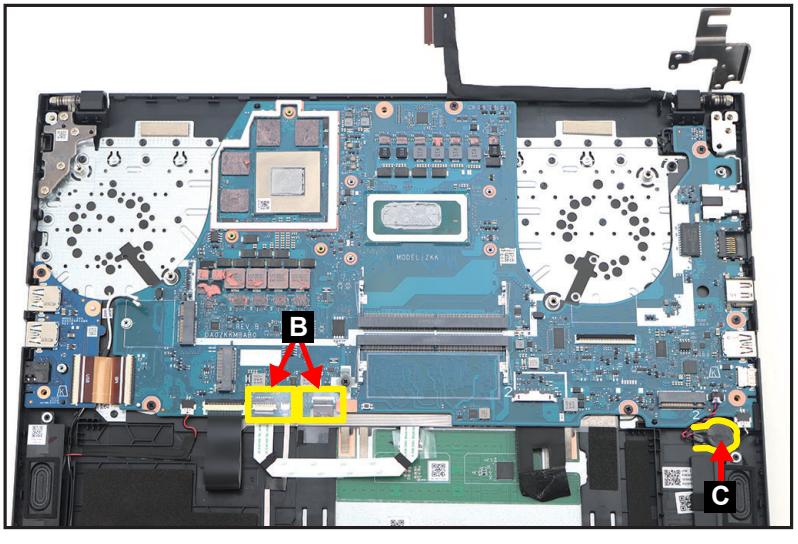

Figure 1-40. Mainboard Removal
4. Detach the mylars (B) securing the touchpad FFC, microphone FFC, and keyboard backlight FPC connections (Figure 1-40)
5. Carefully pry to detach the adhesive tape underneath the RTC battery (C). Then release it from its compartment (Figure 1-40).